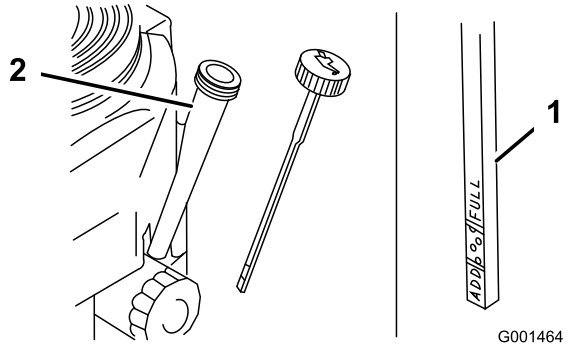

**Figure 29**
4. Nettoyez la surface autour de la jauge d'huile (Figure 29) pour éviter que des impuretés ne
5. Retirez la jauge d'huile et essuyez soigneusement son extrémité (Figure 29).
6. Remettez la jauge au fond du tube de remplissage, mais sans la visser (Figure 29).
9. Versez avec précaution environ 80% de la quantité d'huile spécifiée dans le goulot de remplissage (Figure 29)